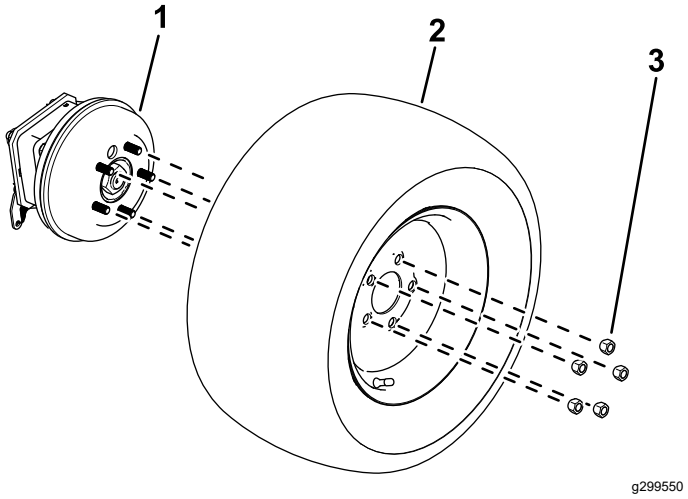

**Figuur 12**
1. Maak de wielmoeren los en verwijder ze (Figuur 12).
2. Verwijder de wielen uit de wielnaven (Figuur 12).
1. Gebruik de eerder verwijderde wielmoeren om de wielen aan de wielnaven te bevestigen (Figuur 12).